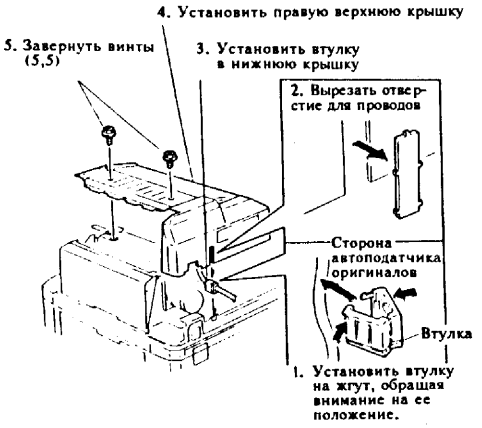

Рис.9 Установка правой верхней крышки
(5) Установить правую верхнюю крышку (рис.9).